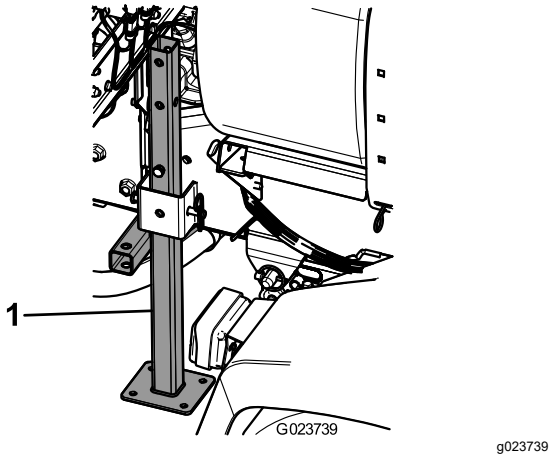

Figure 50
3. Insert the rear jack stands from the bottom, up into the frame, near the rear tie-down points (Figure 50).